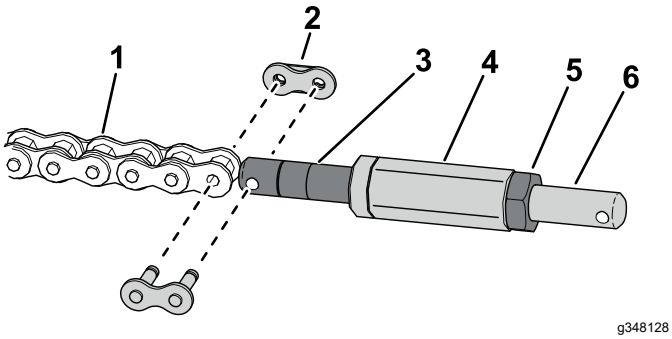

Figur 13
5. Använd en kedjelänk för att montera kedjan på kedjespännmuttern (Figur 13).
6. Montera sexkantsaxeln på kedjespännmuttern (Figur 13).
7. Använd en kontramutter för att montera kedjelänksspännmuttern på sexkantsaxeln (Figur 13).